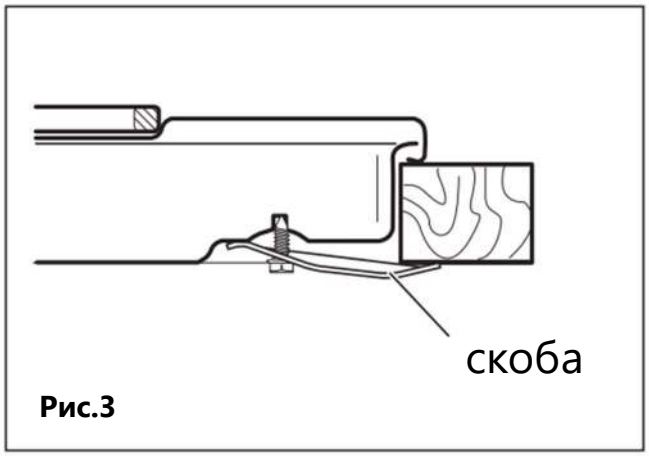
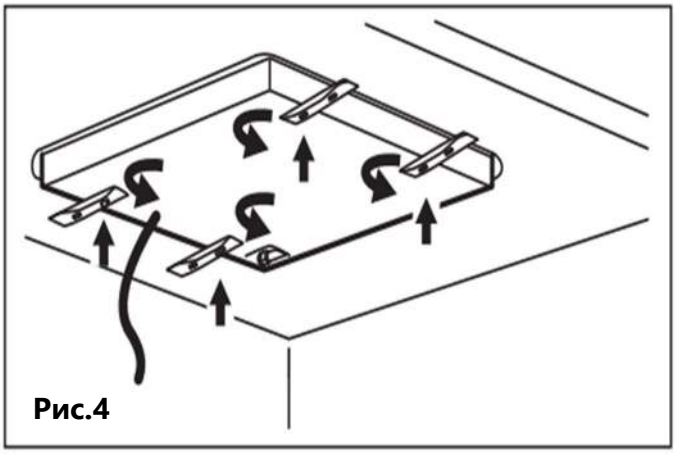
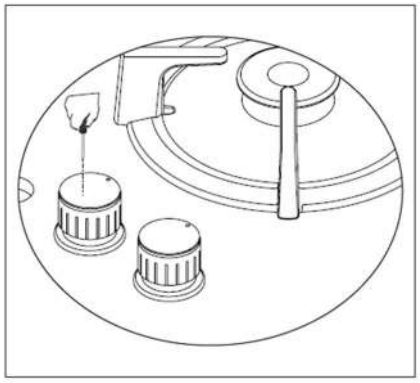
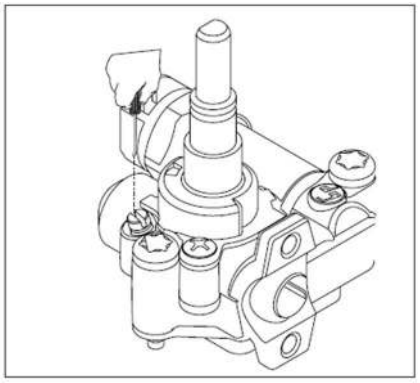

Рис.3
Рис.4
Рис. 4
Рис. 5
5. Закрепите варочную поверхность на столешнице при помощи скоб и шурупов, поставляемых в комплекте (рис.3 и рис.4).
3. Выкрутите жиклер (Рис. 3) и замените на подходящий. Снимите ручку управления, соответствующую данной конфорке (Рис. 4), отрегулируйте положение регулировочного винта, который находится в центре газового крана (Рис. 5). Используйте отвертку подходящего размера.